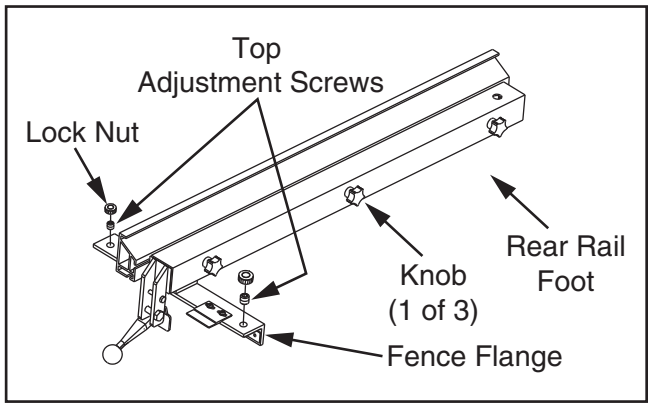

Figure 124. Fence components used to adjust fence height and squareness to table.
4. Install fence onto table, then loosen fence knobs (see **Figure 124**), pull fence up from center, and tighten each knob.
5. Loosen top lock nuts on fence flange and lock nut on rear rail foot, shown in **Figure 124**.
8. Loosen top lock nuts and adjust top screws (see **Figure 124**) to make fence face 90° to table, then tighten lock nuts.